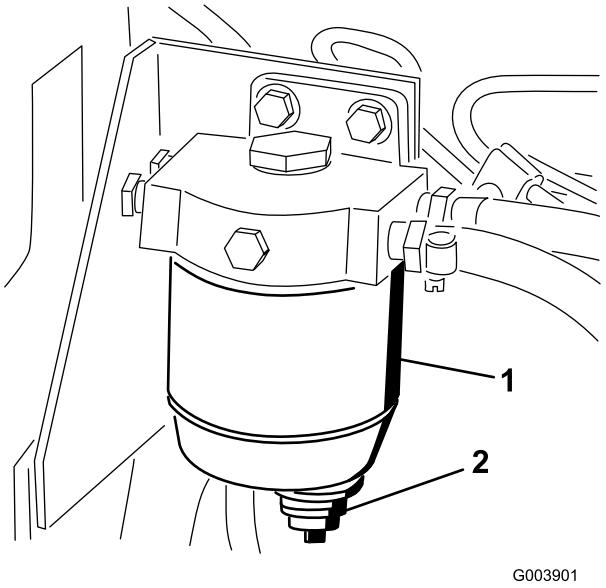

Figur 55
Tapp vann eller andre urenheter fra drivstoffilteret/vannutskilleren (Figur 55) daglig.
1. Rengjør området der filterboksen skal festes (Figur 55).
2. Fjern filterboksen og rengjør monteringsoverflaten (Figur 55).
4. Monter filterboksen for hånd til pakningen kommer i berøring med monteringsoverflaten, og drei den deretter en halv omdreining til (Figur 55).